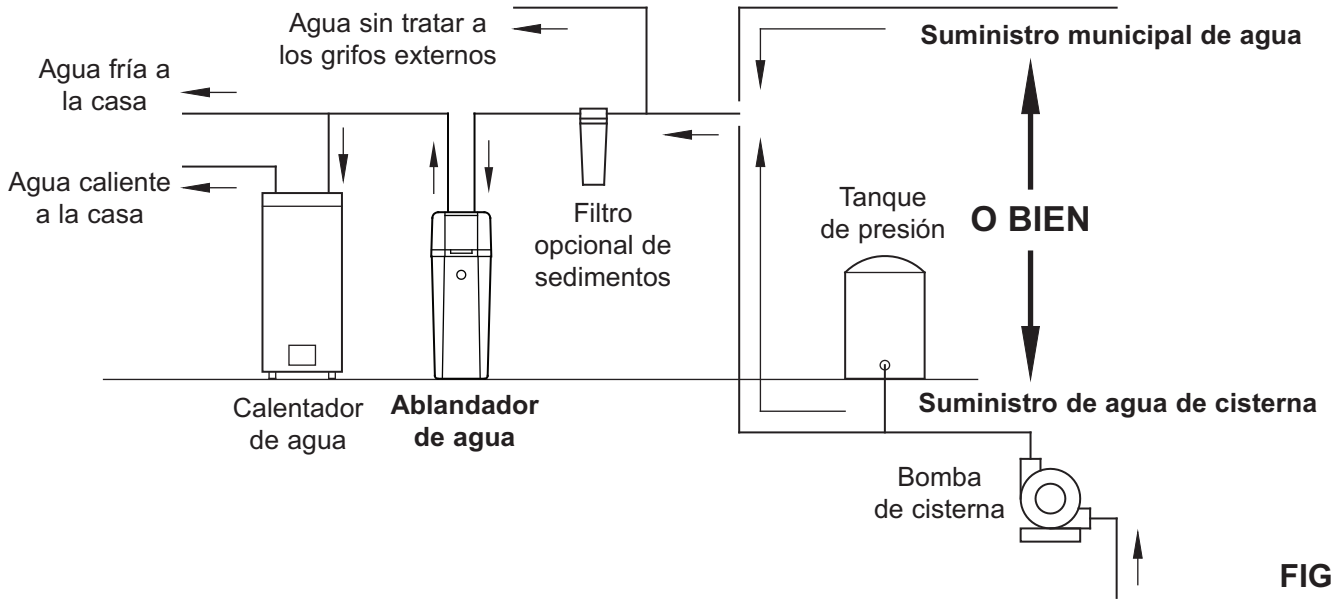

FIG. 4
- Siempre instale el ablandador de agua entre la entrada del agua y el calentador de agua. Cualquier otro equipo de acondicionamiento de agua instalado debe colocarse entre la entrada de agua y el ablandador de agua (vea la Fig. 4 a continuación).